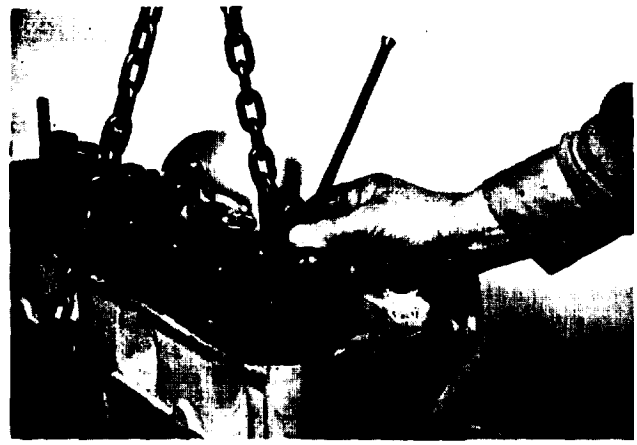

Figure 5-13. Pushrod Removal
e. Number all pushrods so that they must be reinstalled in same location, and remove all pushrods as shown in Figure 5-13.